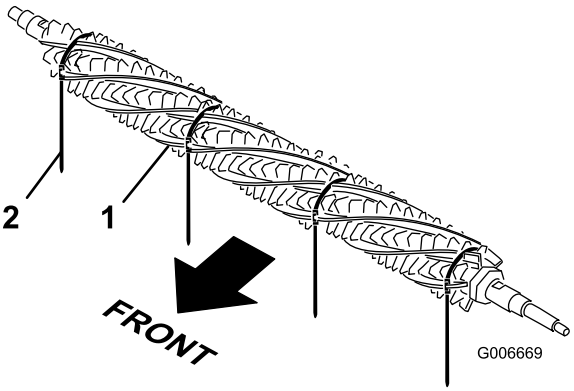

Figura 36
1. De um lado do cilindro do dispositivo de aparar, faça deslizar uma escova para cada correia em torno de todo o comprimento do cilindro do dispositivo de aparar (Figura 36).